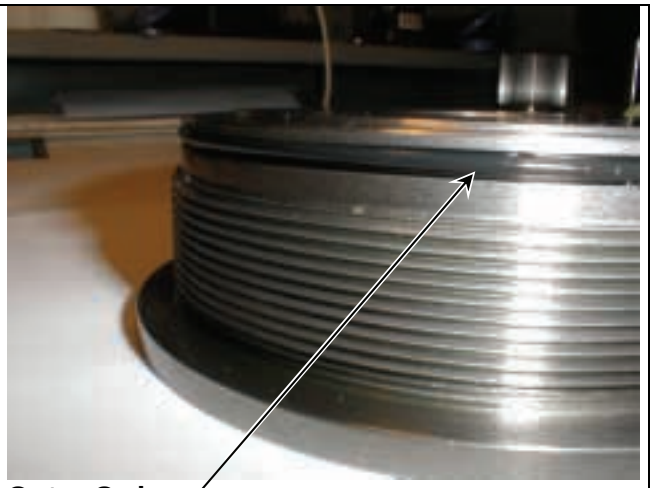

**Figure 21: Top Cover Inner X-ring** **Figure 22: Top Cover Outer O-ring**
1. Place the top cover on a bench with the top down and install the inner X-ring and outer O-ring as shown in Figures 21 and 22.